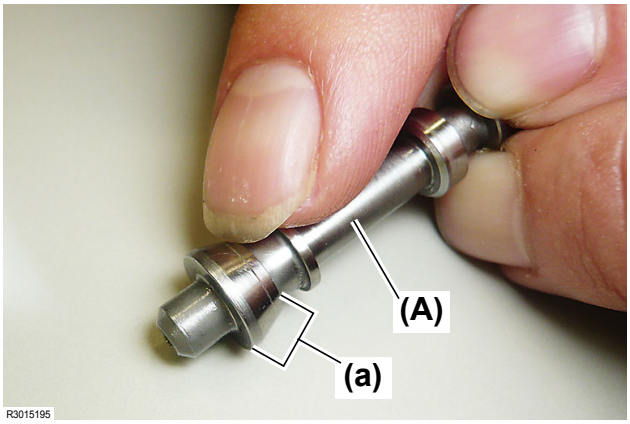

Fig. 32
19. The mechanical check valve **(Fig. 32, (A))** with damage to the portion shown in (a) **(Fig. 32, (a))** should be replaced with a new one.
- To such an extent that a line as shown in the photo **(Fig. 32)** is seen, there is no problem.